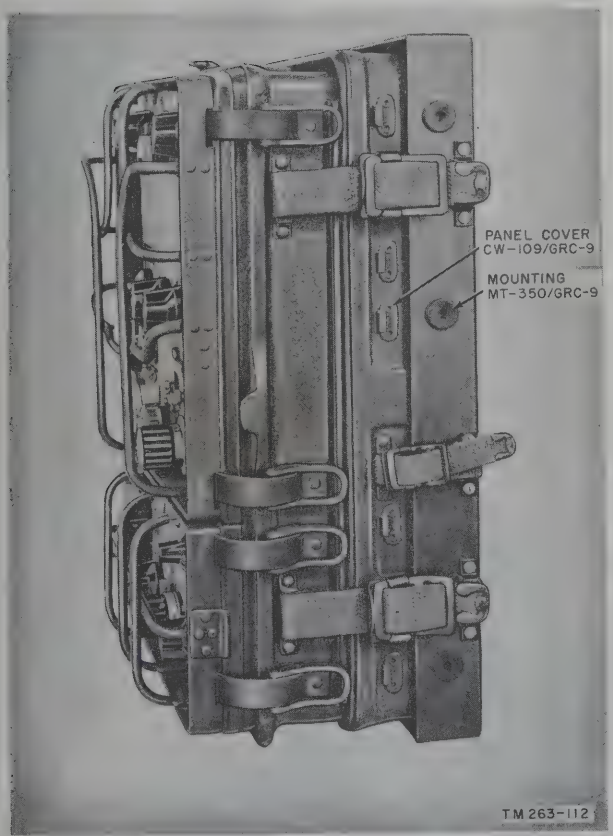

Figure 37. Receiver-transmitter mounted for vehicular use.
c. Remove Panel Cover CW–109/GRC–9 from the receiver-transmitter (par. 32*a*(1)) and replace the latches on the case to the projections on the receiver and transmitter sections (par. 32*a* (2)). For normal operations, place the cover between the receiver-transmitter and Mounting MT–350/GRC–9 (fig. 37).
Caution: When removing the panel cover, be sure to refasten the latches to the receiver-transmitter chassis (fig. 37).